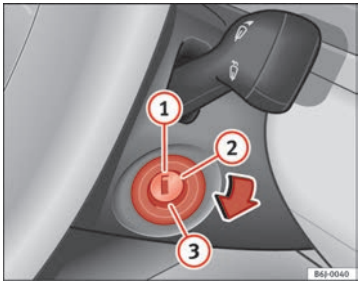

Fig. 106 Ignition key positions
In this position ⇒ fig. 106 the ignition and the engine are OFF and the steering may get locked.
– Turn the ignition key to position ⇒ fig. 106 (2). The indicator lamp ➿ will light for engine pre-heating.
– When the warning lamp turns off, turn the key to position (3) to start the engine. Do not press the accelerator.
– Turn the ignition key to position ⇒ fig. 106 (1).